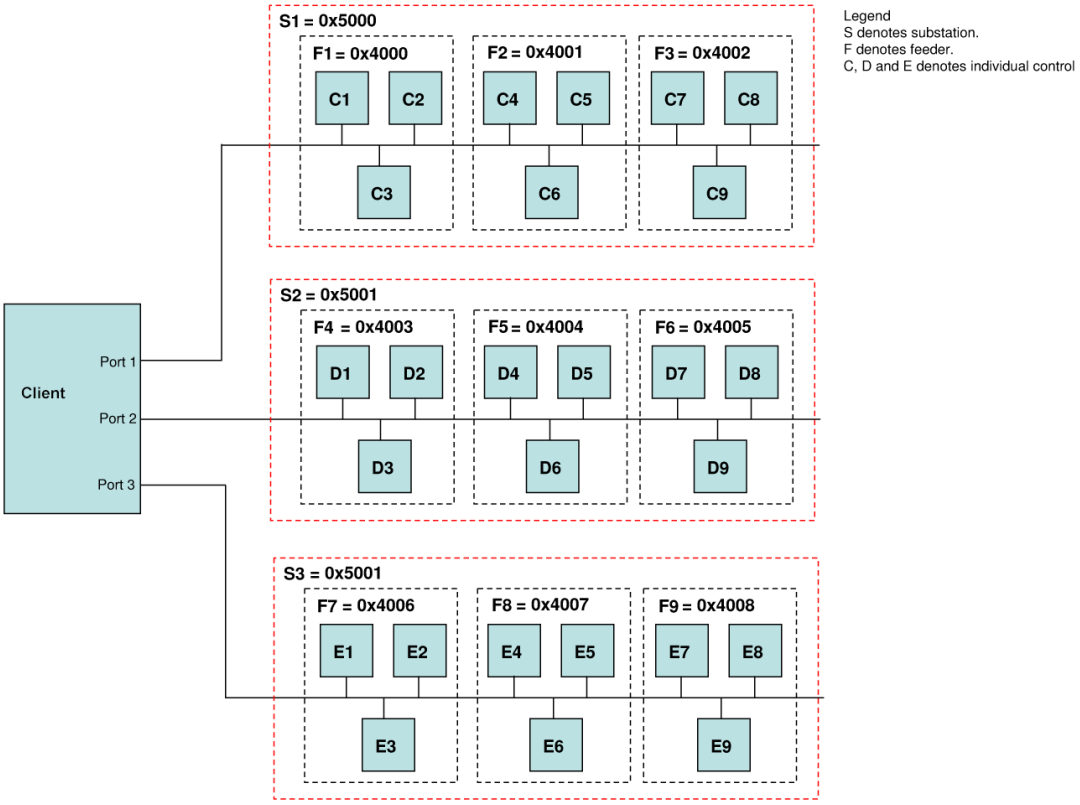

Figure 4-20 Single Client, Feeder and/or Substation Addressing Network Connection
■ **NOTE**: The same concept applies to network configuration (Figure 4-20).